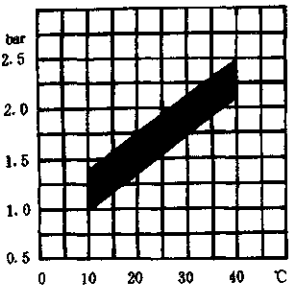

图 5—25
②使发动机继续运转（约 2min）直到发动机的温度不再升高为止，此时燃油压力表的读数应与图 5—26 相符（此图所示为除了加利福尼亚外全部美国车辆）。
③如果热控制压力太高，刚要检查燃油管路是否存有弯折或阻塞问题以及控制压力调节器燃油接头的滤网是否堵塞；如果经检查未有发现上述问题，则应更换控制压力调节器；
④如果热控制压力低，或两分钟后才达到最大值，则要检查加热元件的电阻值和检测控制压力调节器电气导线连接器与搭铁间的电压。